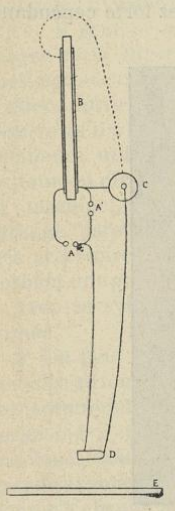

Fig. 250. — Appareil permettant de projeter l'ombre du projectile sur la plaque sensible.
M. Mach s'en était déjà servi pour photographier des projectiles. M. C. V. Boys a réduit l'appareil à sa plus simple expression en supprimant toute lentille. L'étincelle projette directement l'ombre du projectile sur la plaque sensible au moyen du dispositif suivant (fig. 250) : B est un condensateur composé d'une lame de verre recouverte de chaque côté d'une feuille d'étain de 30^{cm} de côté ; on le charge de manière à ce que la différence de potentiel de ses armatures ne soit pas suffisante pour faire éclater une étincelle entre les boules en A et A′ simultanément, assez forte cependant